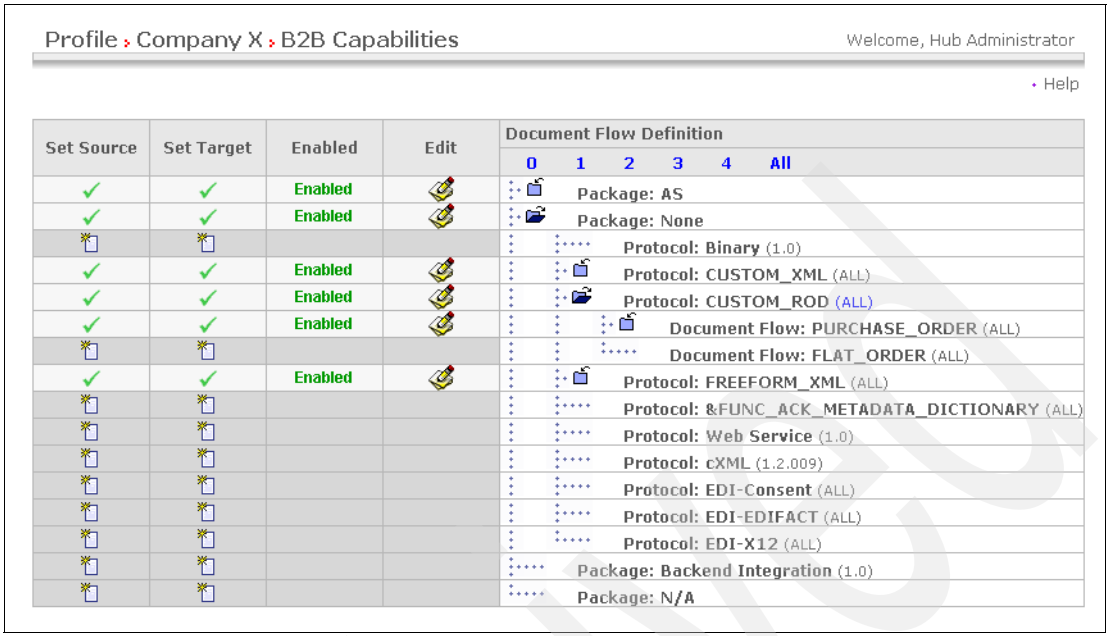

Figure 16-29 B2B capability of Company X
4. Click **Search**. From the list of participants displayed, click the **magnifying glass** icon for **Company X**. This opens Company X's profile. Click **B2B capabilities**, which opens a window as shown in Figure 16-29 on page 562.